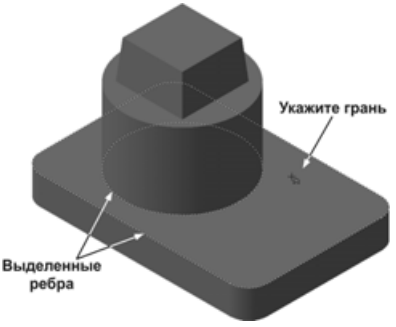

Рис. 2.74
- Выберите плоскую грань основания (рис. 2.74). При этом выделены все внешние ребра грани и круглое ребро бобышки.